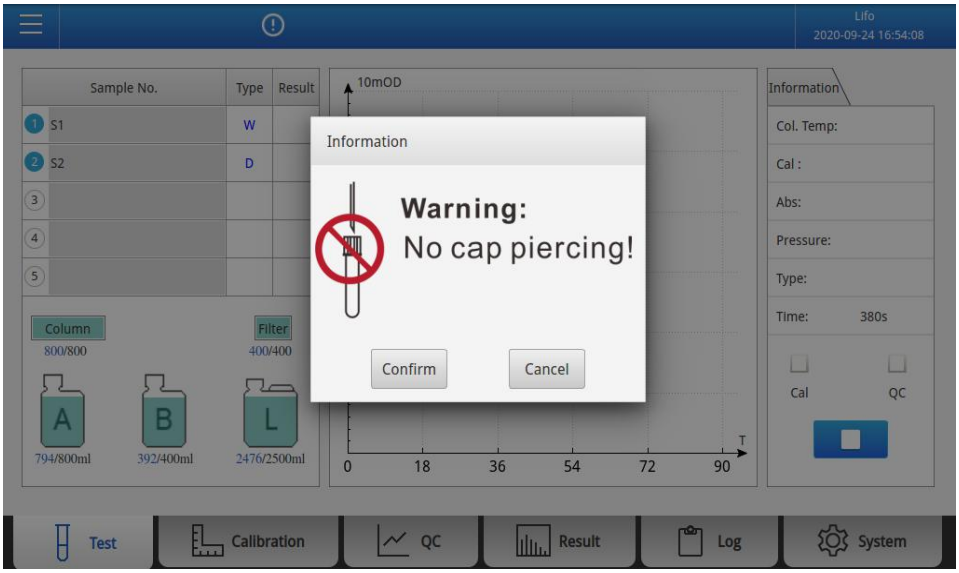

Fig. 10-5 Test interface
4)According to the operating instrcutions, perform whole blood primer, position 1# for W.B., position 2# for D.B.(100ul W.B. versus 750ul Diluent L) , then remove the cap of whole blood tube and click ”**Yes**” button. The interface will automatically return to the test interface and **Fig. 10-5** is displayed.